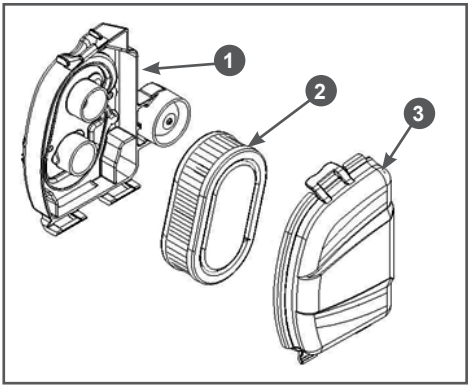

Рис. 19 Обслуживание воздушного фильтра
1. Отогните фиксатор крышки воздушного фильтра и снимите крышку 3 воздушного фильтра (Рис. 19).
2. Извлеките фильтрующий элемент 2 (Рис. 19).
Бумажный фильтрующий элемент 2 (Рис. 19) не подлежит очистке, необходима его замена. Не продувайте бумажный фильтрующий элемент сжатым воздухом, не промывайте его в бензине и других растворителях.